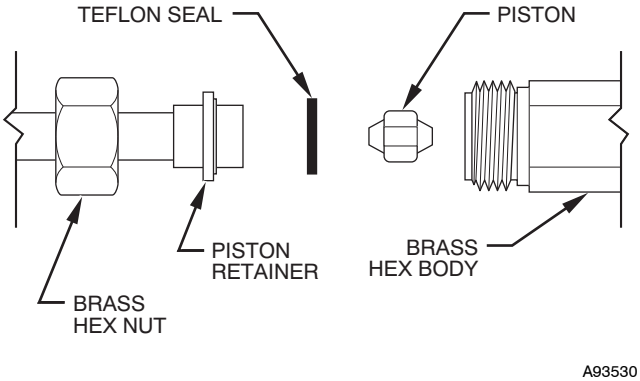

Fig. 22 - Refrigerant Flow-Control Device (For FB)
2. Recover remaining refrigerant from tubing and coil through gage port on vapor-tube service valve. Disconnect refrigerant (liquid) tube from piston body. (See Fig. 22.)